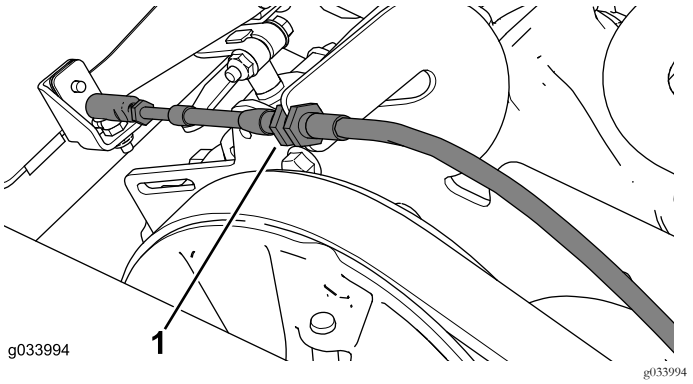

Рисунок 10
4. Отсоедините трос переключения передач от кронштейна троса переключения передач и снимите его с кронштейна (Рисунок 10).